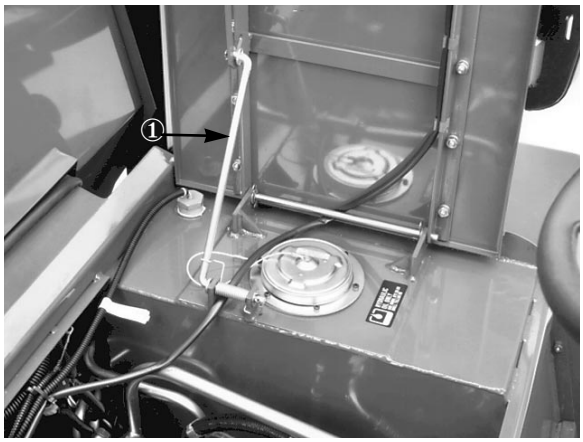

Afbeelding 16
2. Haal de stoel omhoog en zet hem in een verticale positie met behulp van de steun (Afb. 16).